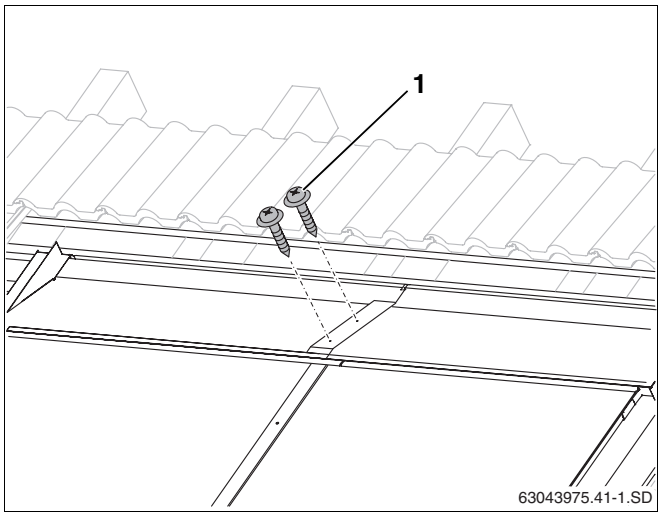

Abb. 58 Obere Abdeckbleche mit Schrauben verbinden
- Überlappungen der Bleche mit jeweils zwei 25 mm langen beiliegenden Spenglerschrauben (Abb. 58, **Pos. 1**) befestigen.